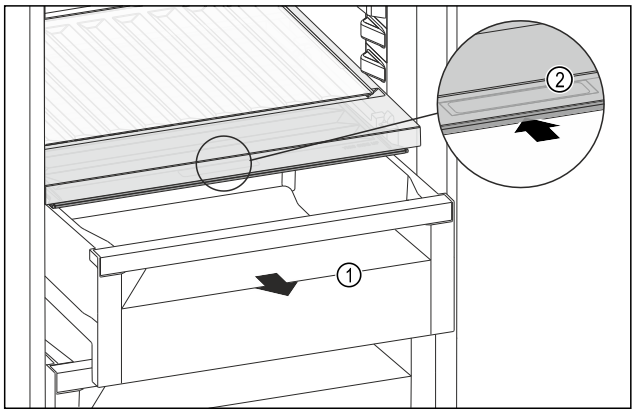

Fig. 121
▶ Schuifvak *Fig. 121 (1)* uittrekken.
▶ Greeplijst *Fig. 121 (2)* op het vakdeksel vastpakken en het vakdeksel gelijktijdig naar achteren schuiven.